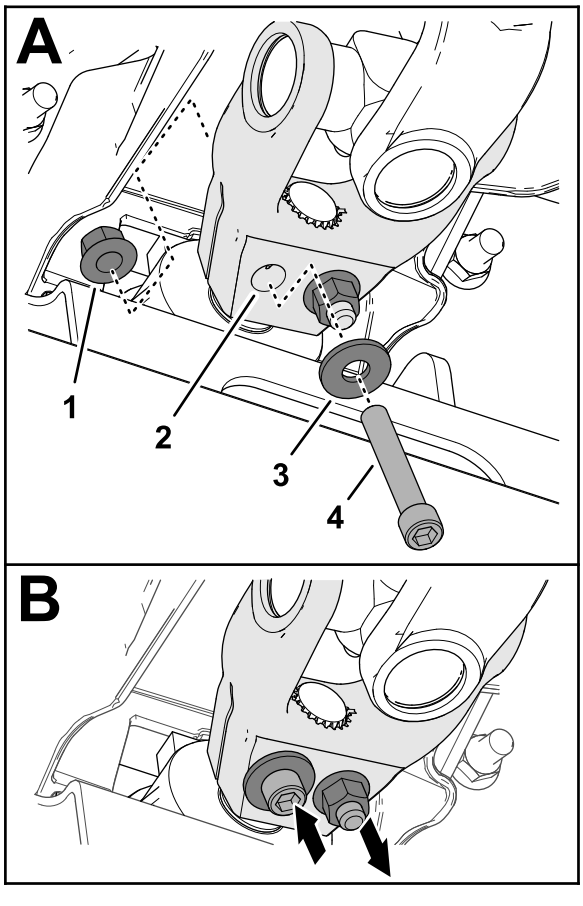

**Figuur 17**
6. Monteer een tapbout met zeskantkop (⅜" x 2¼") door een ring (⅜") en de opening in het aandrijfasjuk (Figuur 17), en bevestig de tapbout met een flensborgmoer (⅜").
7. Monteer vanuit de tegenovergestelde richting een tapbout met zeskantkop (⅜" x 2¼") door een ring (⅜") en de opening in het aandrijfasjuk (Figuur 17) en bevestig de tapbout met een flensborgmoer (⅜").